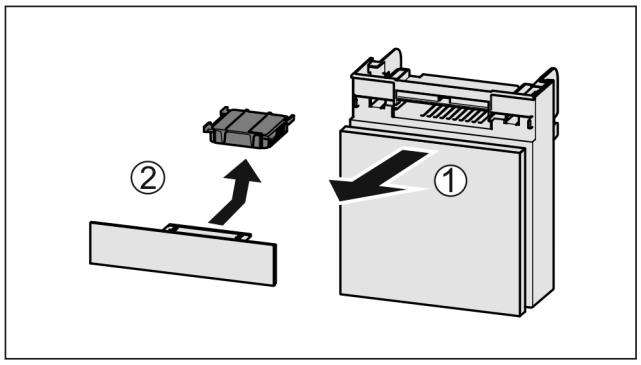

Fig. 132
▶ Træk rummet fremad *Fig. 132 (1)*.
▶ Tag aktivkulfilteret *Fig. 132 (2)* ud.